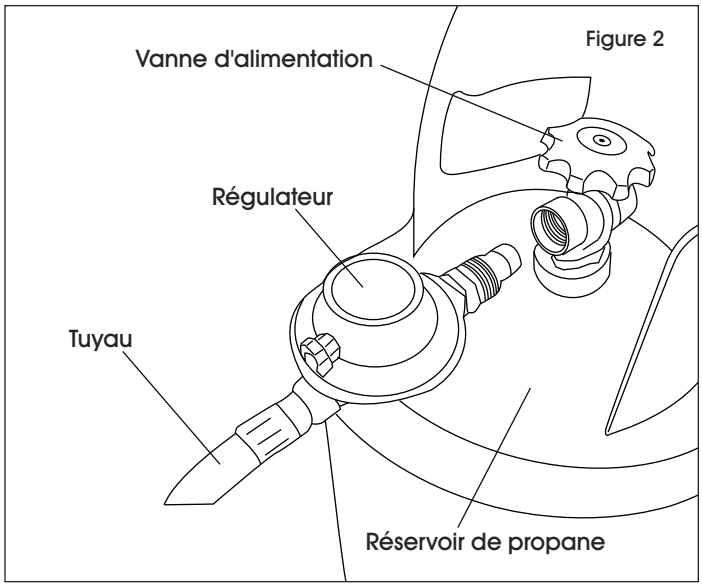

Figure 2
2. Connectez l'appareil à une bouteille de propane homologuée. (Voir Figures 2 et 3)